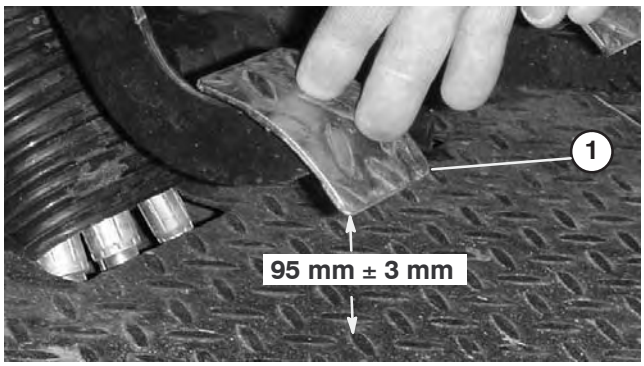

Figure 63
3. Réglez les écrous de blocage et/ou la rotule jusqu'à ce que le bord inférieur arrière de la pédale d'embrayage soit à 95 mm ± 3 mm du haut du plancher quadrillé quand une force de 18 N est appliquée sur la pédale (Fig. 63).